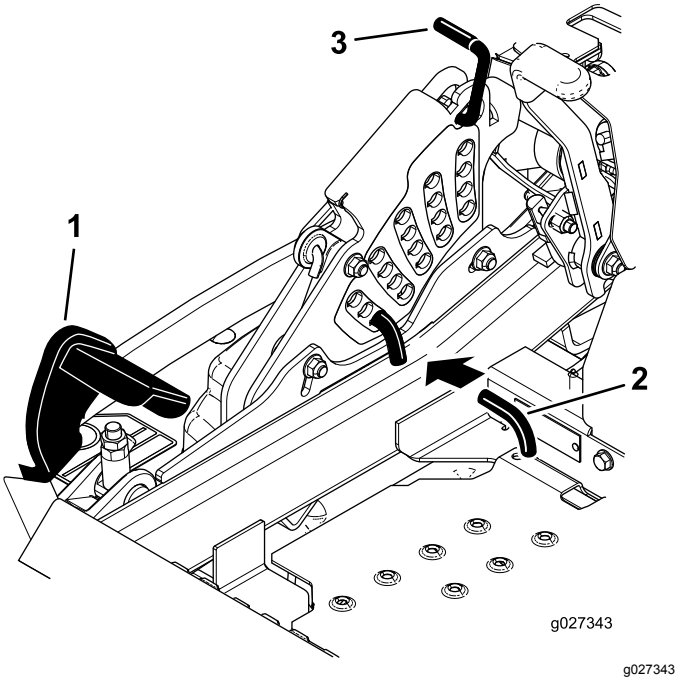

Figur 31
2. Tryck på däcklyftpedalen med foten och höj klippdäcket till transportläget (även klipphöjdsläget på 140 mm) enligt Figur 31.
3. Justera inställningen genom att rotera sprinten 90 grader och ta bort den från klipphöjdsfästet (Figur 31).
4. Sätt i sprinten i det hål i klipphöjdsfästet som passar för den önskade klipphöjden (Figur 31).